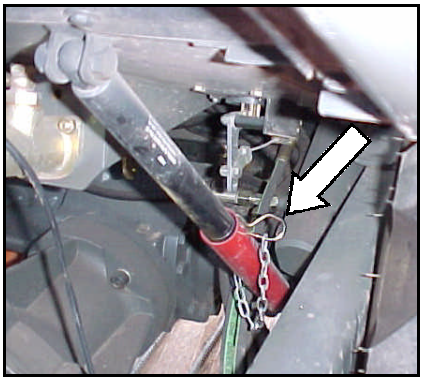

fig. 1
- Poner el seguro en el cilindro de sujeción de la cabina (fig. 1)